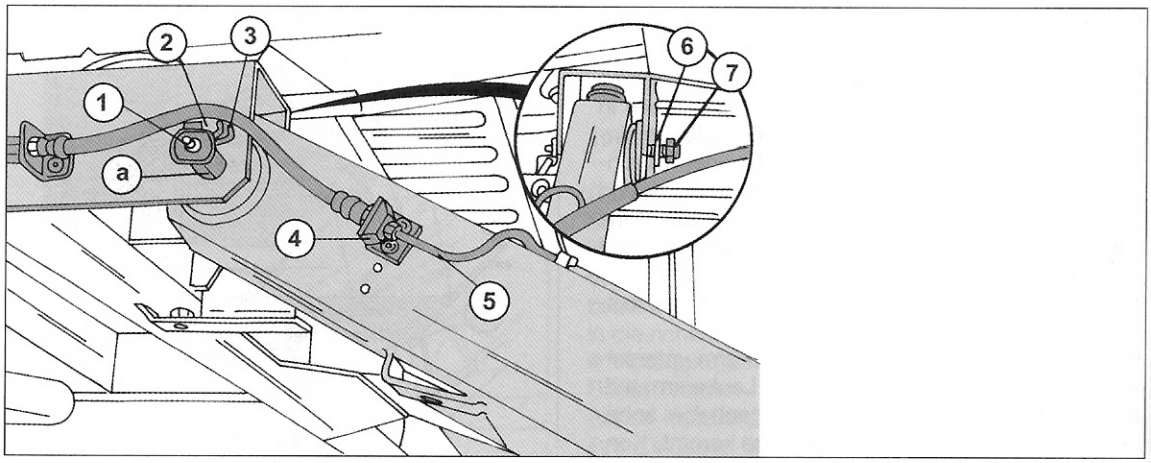

Bild 265
- Der weitere Ausbau erfolgt unter Bezug auf Bild 265. Die Überwurfmutter der Bremsleitung (5) lösen, die Federspannplatte (4) ausschlagen und Leitung und Bremsschlauch trennen. Am Lenkerarm die Schraube (2) und die Verdrehsperre (3) lösen. Auf der anderen Seite die Mutter (7) entfernen und die Scheibe (6) abnehmen. Den Lagerbolzen (1) ausschlagen. Dieser hat an der Unterseite eine Fläche (mit „a" bezeichnet), welche beim Einbau wieder in der gezeigten Lage einzusetzen ist. Der Lenkerarm wird dabei frei und kann abgenommen werden.